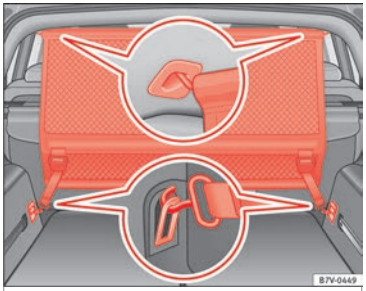

Fig. 167 In the luggage compartment: install the net partition behind the second row of seats.
- Hook in the net partition on the left-hand side roof support ››› Fig. 167. To do this, guide the rod from up to down.
- Secure the net partition hooks into the straps in the front of the boot ››› Fig. 167 then tighten the belts.
- Hook in the net partition on the front left-hand side roof support ››› Fig. 167. To do this, guide the rod from up to down.
- Release the net partition hooks from the rings ››› Fig. 167.
- Unhook the net partition on the right-hand side roof support ››› Fig. 167 by pressing on the rod.